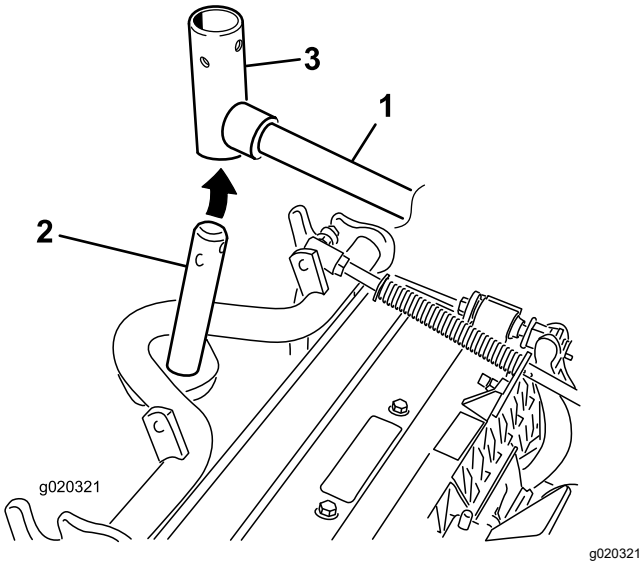

Figur 10
10. For de fremre klippeenhetene skyv en klippeenhet under løftearmen mens du fører bærerammen inn i løftearmens dreiegaffel (Figur 10).
B. Før inn løftearmens dreiegaffel i bærerammeakselen (Figur 10).